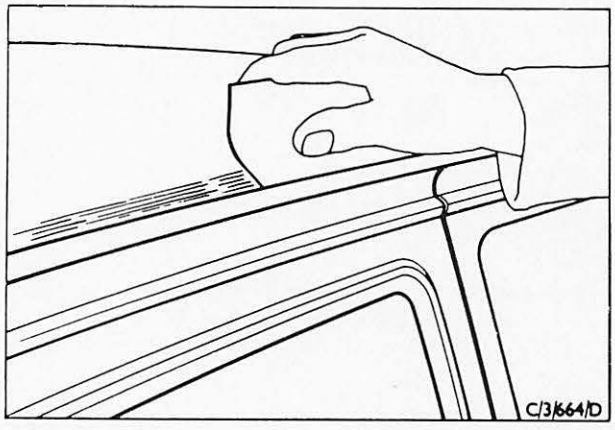

Abb. 4 Dachoberfläche im Bereich der Regenrinne von Hand anschleifen
2. Leisten von C-Säule, Regenlauf und Hecktür entfernen, beschädigten Dachbezug vom Dach abziehen. Alten Klebstoff mit Lösemittel vom Dach entfernen. Dach glattschleifen, Abb. 4.